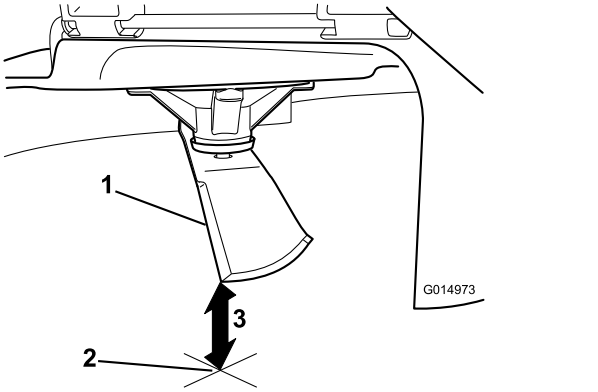

Figur 51
3. Mål fra spidsen af skærekniven til den plane overflade (Figur 51).